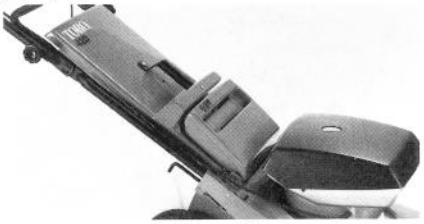

Figure 13
5. Slide bag chute into mower housing and gently lower rear door locking the bag into place (Fig 13).